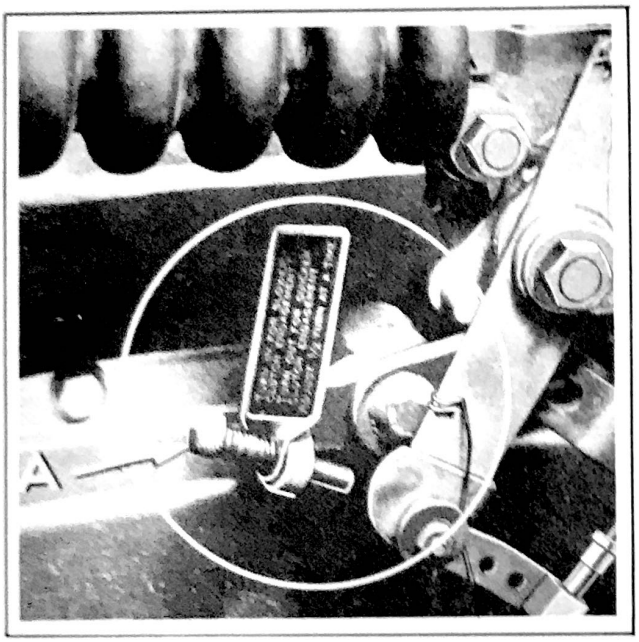

Figure 206 - Final Adjustment
As soon as the throttle starts opening, the clutch should engage. The cushion point stop screw (A), Fig. 206, and throttle should be so adjusted that the car begins to move (slightly) upon the first increase of engine speed.